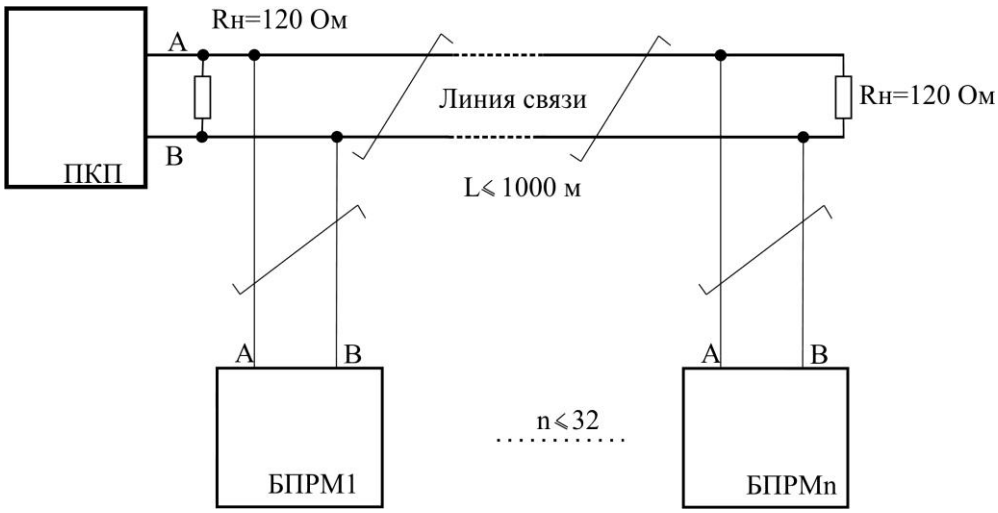

Рис. 4.12
4.14.1 Линия связи должна представлять собой один кабель витой пары (рис. 4.12). этому кабелю присоединяются все БПРМ* извещателей и ППК. Кабели, соединяющие линию связи с БПРМ (ответвления) должны быть как можно короче.